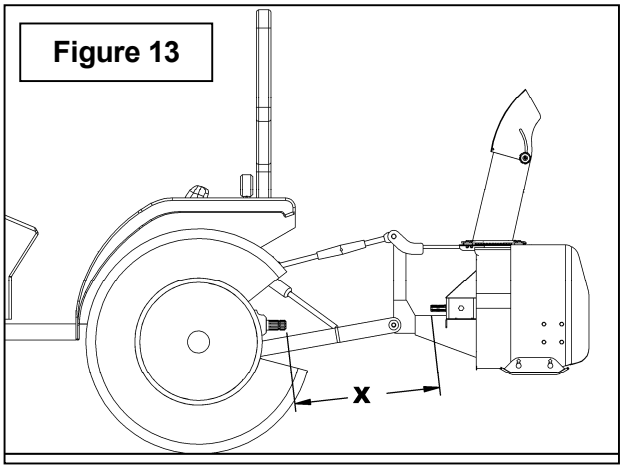

Figure 13
1. To determine the **"L"** length for your tractor model first find the **" X"** (figure 13) factor by measuring the horizontal distance between the end of the tractor's drive shaft and the end of the snowblower's driven shaft when the snowblower is in transport position as shown on **Figure 11**.
2. Choose in the table below the **"Y"** factor according to the tractor category and deduct that number from **" X"** (figure 13) to determine **"L"** (figure 14) which is the center-to-center length between the universal joints.